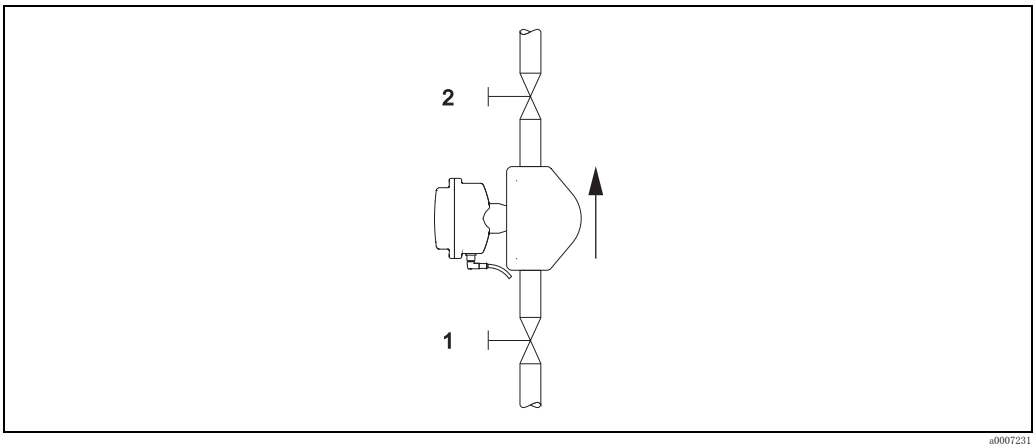

図 15 ゼロ点調整と遮断バルブ
- ゼロ点調整は、計測チューブを流体で完全に満たし、流量ゼロ（v = 0 m/s）の条件下で実行します。例：センサの上流側や下流側の遮断バルブあるいは既存のバルブやゲートを使用して実行することができます。→図 15